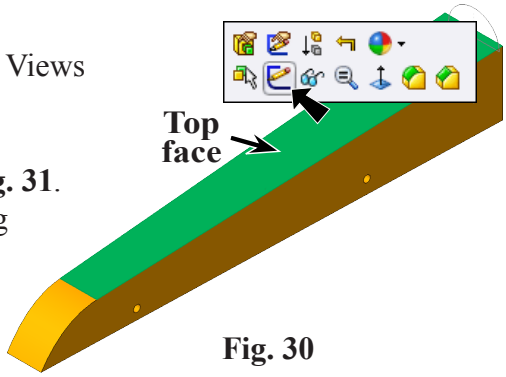

Fig. 30
Step 2. Click the **top face** of body and click **Sketch** on the Content menu, **Fig. 30**.